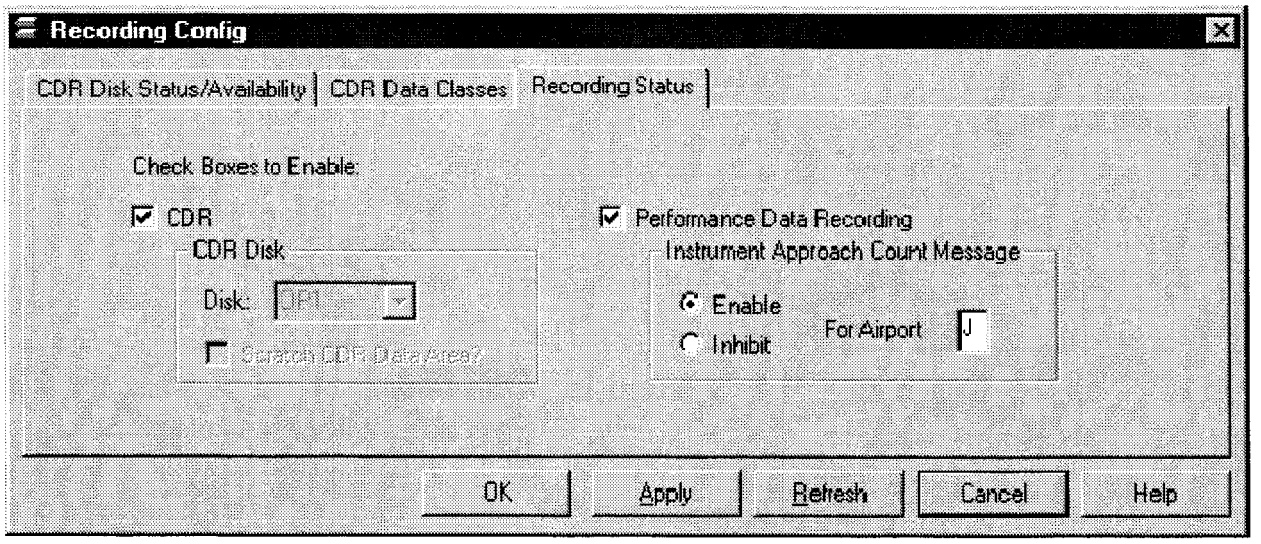

FIGURE 4-75. RECORDING STATUS WINDOW
6. Recording Status tab (Figure 4-75).